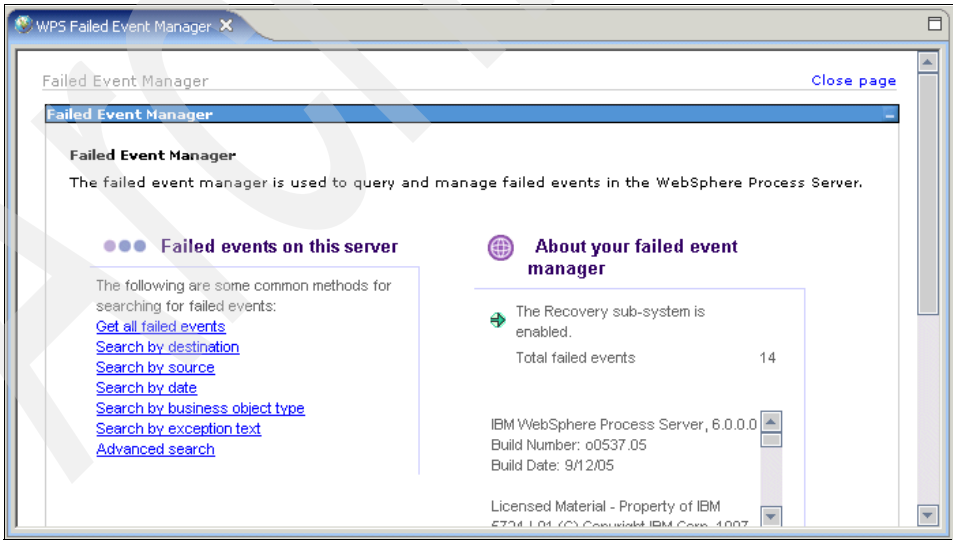

Figure B-24 The WPS Failed Event Manager
3. In the Failed Event Manger page that opens in a Web browser (Figure B-24), click **Get all failed events**.